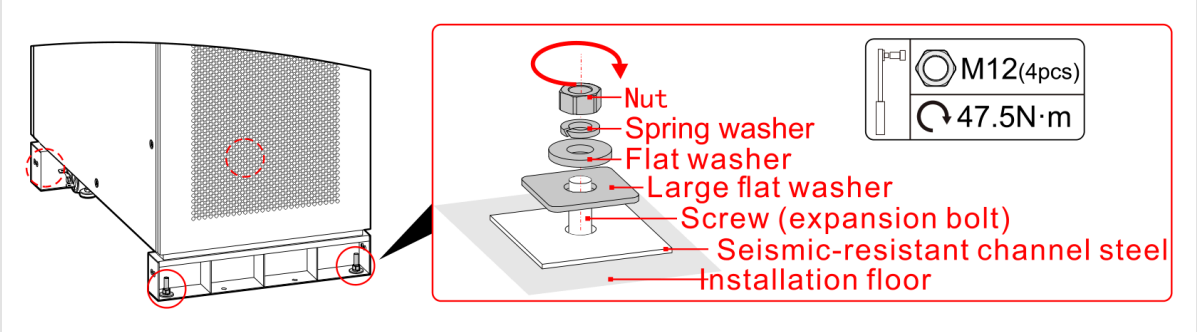

FIGURE 4-20 Lower the UPS onto the anchors: nut, lock washer, flat washer, large square washer on each corner
7. Lower the UPS onto the anchors, move the forklift away, and fit the M12 nuts with lock washers and large square washers at the four corners (420 lb-in / 47.5 N·m) (Figure 4-20).